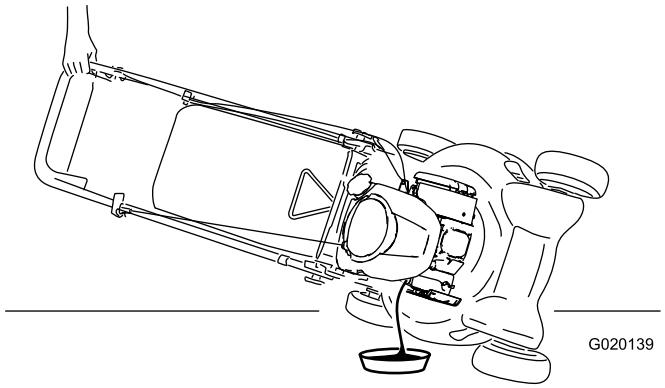

Figur 21
5. Fjern peilestaven, og tapp den brukte oljen ut i et tappefat (Figur 21).